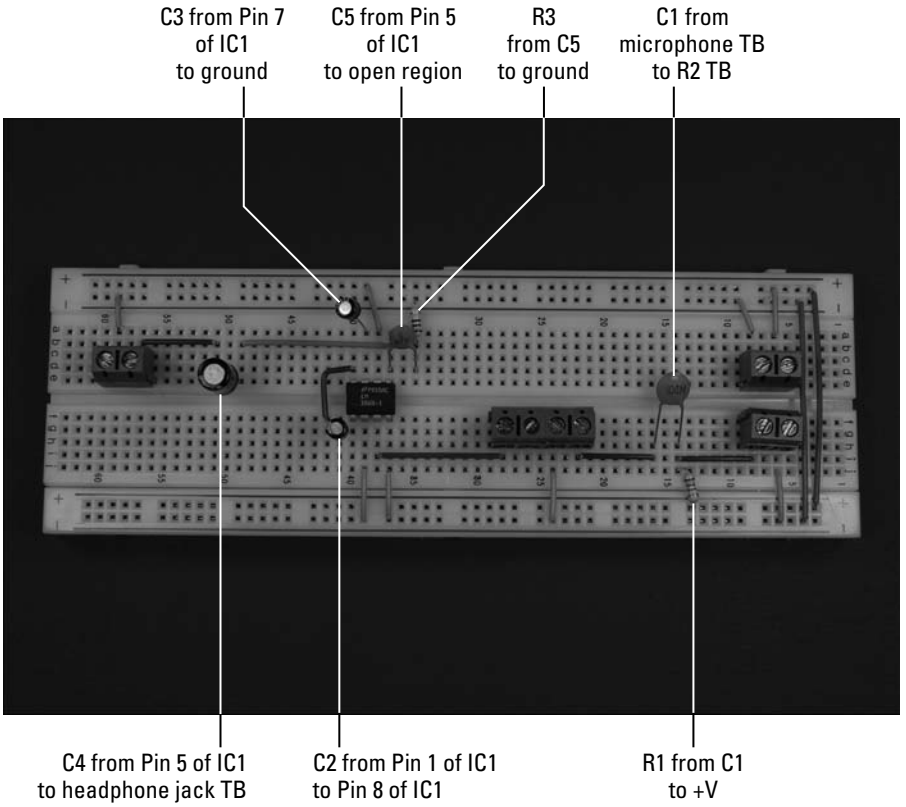

Figure 6-9: Insert resistors and capacitors on the breadboard.
5. **Insert the 0.047 microfarad capacitor (C5), two 10 microfarad capacitors (C2 and C3), one 100 microfarad capacitor (C4), one 0.1 microfarad capacitor (C1), one 5.6 kohm resistor (R1), and one 10 ohm resistor (R3) on the breadboard, as shown in Figure 6-9.**